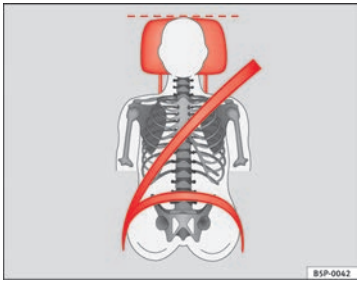

Fig. 12 Correct seat belt and head restraint positions, viewed from front
- **The shoulder belt must be positioned around the middle of the shoulder. The seat belt must lie flat and snugly on the torso ⇒ fig. 12.**